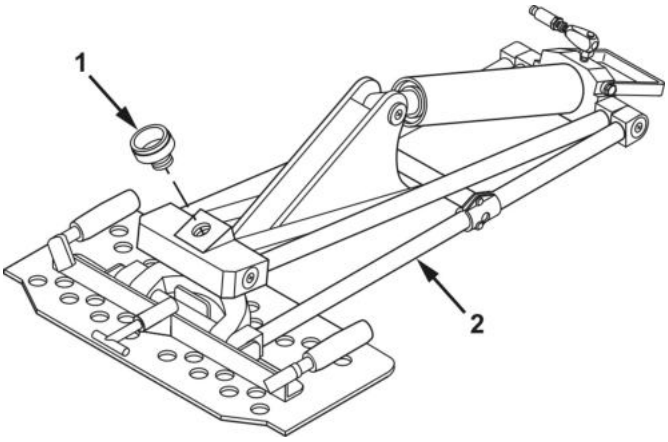

Figure 1. HMMWV Jack and Saddle.
1. Remove existing saddle (Figure 1, Item 1) from jack (Figure 1, Item 2).